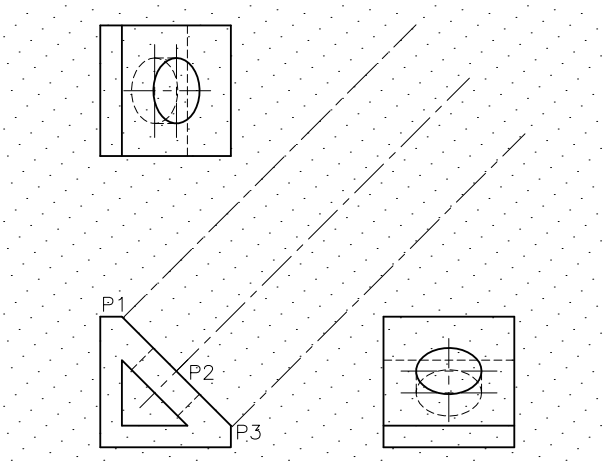

Figure 17-97 *Grid lines at 45-degree*
2. Determine the angle of the inclined surface. In this example, the angle is 45 degrees. Use the **SNAP** command to rotate the snap by 45 degrees, refer to Figure 17-97 or rotate the UCS by 45 degrees around the *Z* axis.